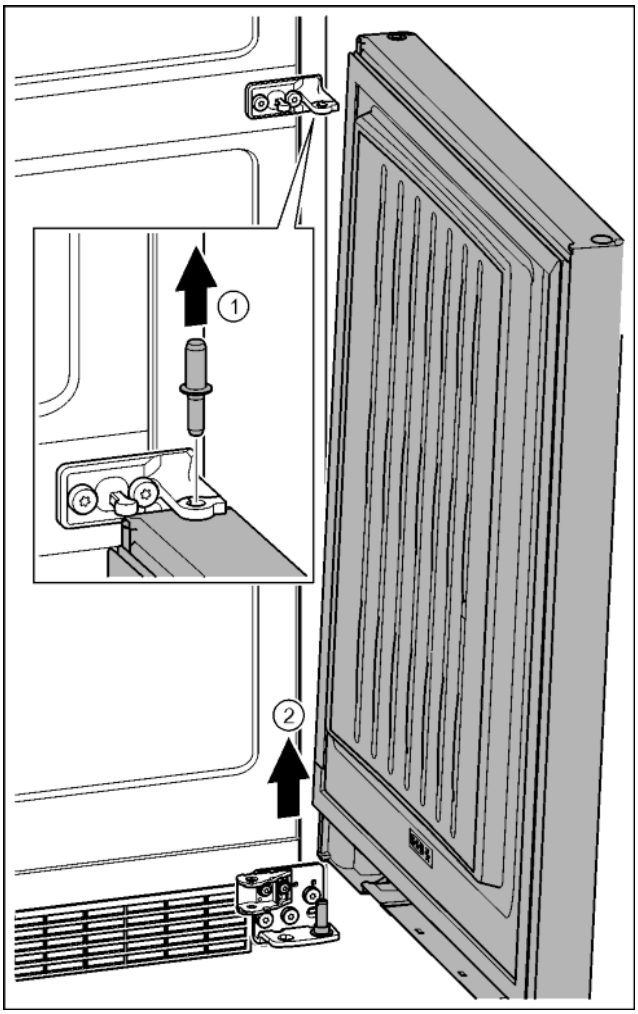

Fig. 25
- ▶ Bolzen nach oben herausziehen. *Fig. 25 (1)*
- ▶ Tür herausschwenken, nach oben ziehen und beiseite stellen. *Fig. 25 (2)*